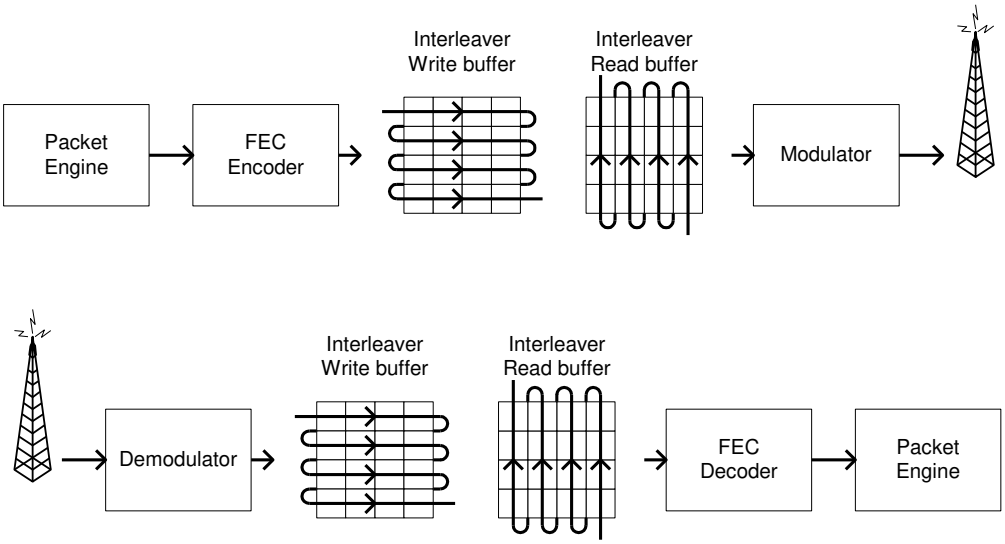

**Figure 24: General Principle of Matrix Interleaving**
**CC1101** employs matrix interleaving, which is illustrated in Figure 24. The on-chip interleaving and de-interleaving buffers are 4 x 4 matrices. In the transmitter, the data bits from the rate ½ convolutional coder are written into the rows of the matrix, whereas the bit sequence to be transmitted is read from the columns of the matrix. Conversely, in the receiver, the received symbols are written into the rows of the matrix, whereas the data passed onto the convolutional decoder is read from the columns of the matrix.